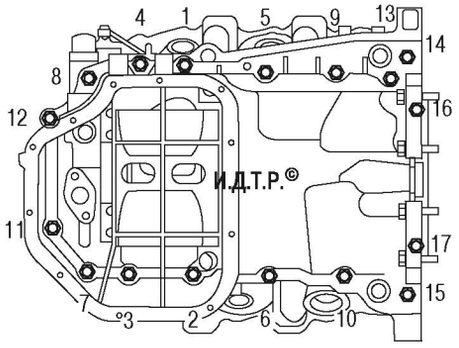

Рис. 5.10. Порядок затяжки болтов крепления масляного картера
14. Установите масляный картер двигателя и затяните болты его крепления в порядке, показанном на рис. 5.10, моментом 25 Н·м.